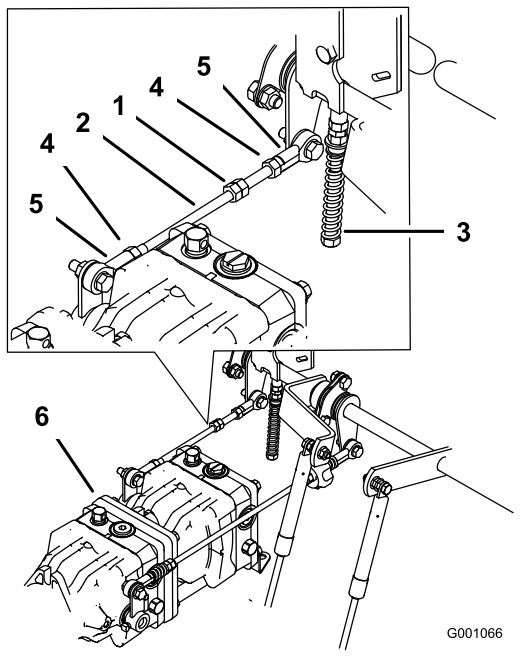

Figuur 72
1. Draai de borgmoeren op de kogelverbinding op de bedieningsstang van de pomp los (Figuur 72).
3. U stelt de lengte van de pompstang af door de dubbele moeren op de stang in de juiste richting te draaien, totdat de het wiel stil staat of iets achteruit kruipt (Figuur 72).
6. Draai de borgmoeren op de kogelverbindingen vast (Figuur 72).